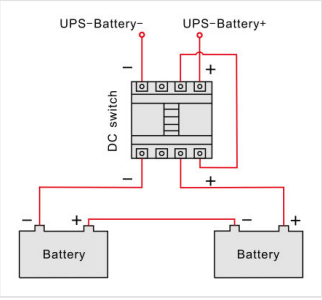

FIGURE 5-1 Battery wiring through the external DC switch
3. Connect the battery + and – cables, through the external battery switch, to the battery bus bars (Figure 4-5, item 3; Figure 5-1). Tighten all terminals.